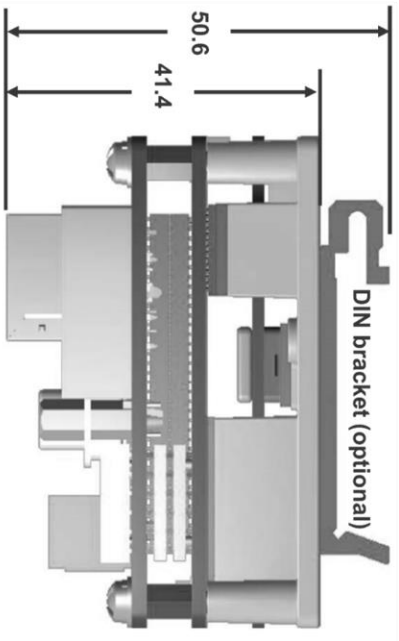

Figure 33. MDMst Panel Mount Side View (With Optional DIN Bracket)
- **DIN Rail**: Using the optional DIN bracket. See Figure 33 on the next page.